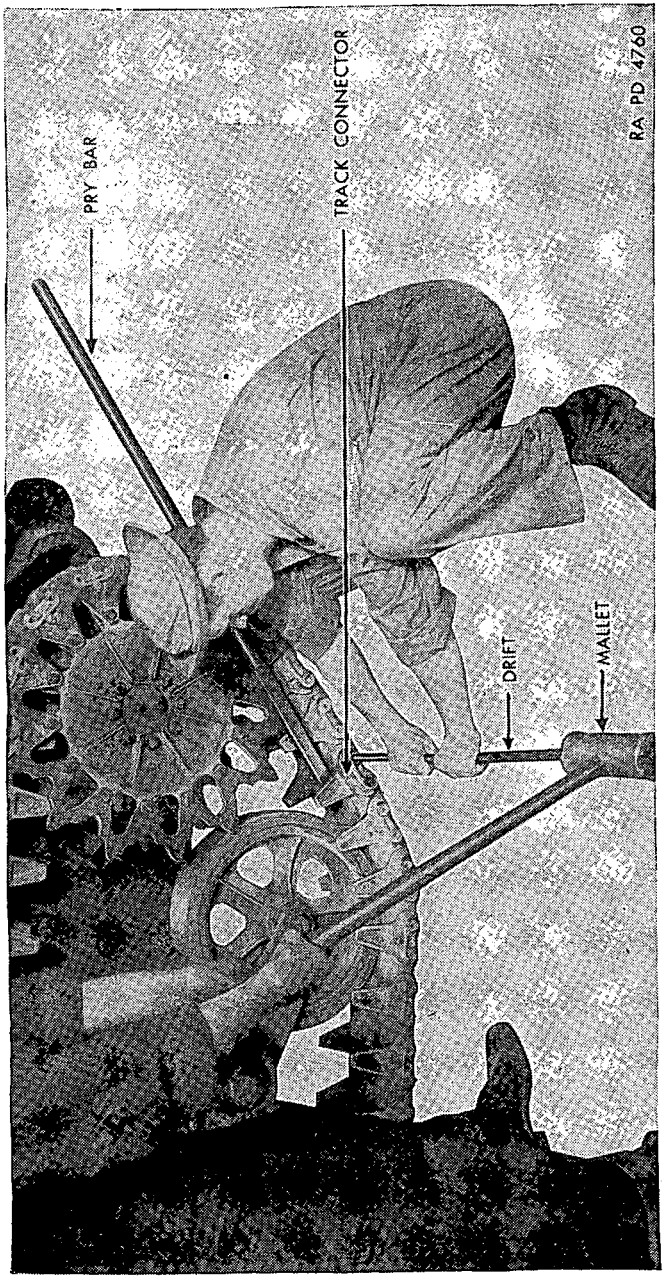

FIGURE 81.—Removal of outside track connector
(4) Lock track idler	Pliers, Wrenches, 3¾-in., O. E., 1 11/16-in., O. E.	If serrations do not engage, tighten track adjusting nuts until they do engage. Do not move track adjustment nuts more than one-half turn from the correct setting. Tighten trailing idler gudgeon nuts and install cotter pins.
d. Disconnect track (figs. 81 and 82).—(1) Be sure vehicle is on level ground. Engage brakes, loosen trailing idler (*c* (1) and (2) above), and proceed as follows: